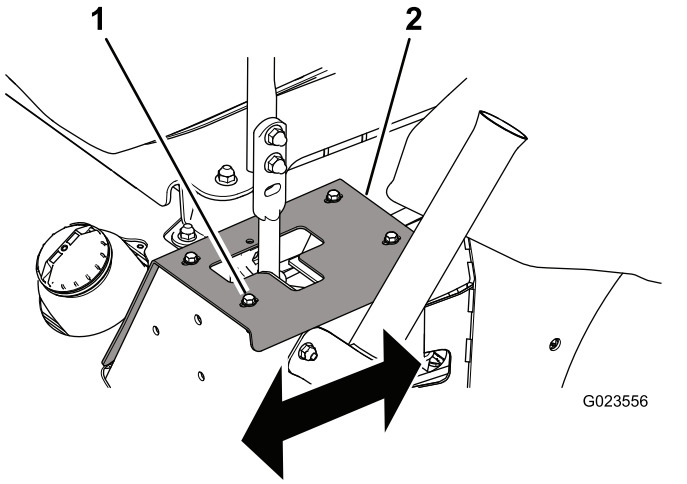

Figur 55
- Om den går åt höger lossar du skruvarna och justerar den vänstra stopplattan bakåt tills maskinen går rakt (Figur 55).
- Om den går åt vänster lossar du skruvarna och justerar den högra stopplattan bakåt tills maskinen går rakt (Figur 55).
1. Bult (4)
3. Dra åt skruvarna för att fästa stopplattan (Figur 55).